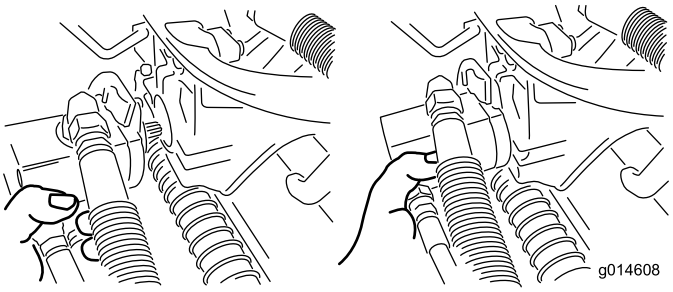

Figur 37
3. Flytt motoren til lagringsplassen foran på hjulopphengsarmen (Figur 37).